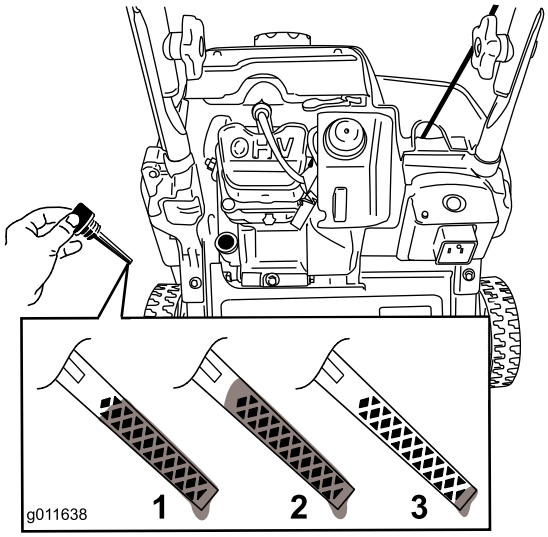

Figur 13
8. Se Figur 13 for at bestemme den korrekte oliestand på målepinden.
Bemærk: Fyld motorens krumtaphus med olie, indtil målepinden angiver, at motoroliestanden er korrekt som vist i Figur 13. Hvis du fylder for meget olie på motoren, skal du fjerne overskydende olie som beskrevet i Skift af motorolien.